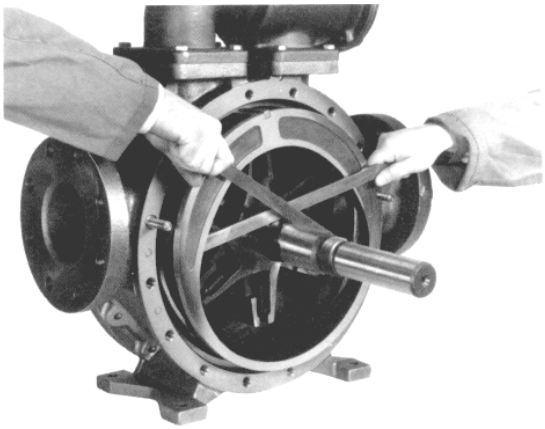

Figure 5 – Liner Removal
a. Slide the bearing (24) out of the bearing cavity.
7. Remove the head capscrews (21) and head stud nuts (21C). Two jackscrew holes are provided in the rim of the head to facilitate removal.
8. Remove the head (20 or 20A) from the casing (12), being careful not to nick or scrape the shaft.
9. The disc (71) will come off with the head assembly and is attached with four countersunk, allen-head machine screws (71A) and lockwashers (71B).
11. From the open side of the pump, grasp the rotor in the 3 and 9 o'clock positions, and gently pull the rotor and shaft (13) out of the head assembly remaining on the casing. CAUTION: Use care to avoid injury, the rotor and shaft is heavy and may have sharp edges.
13. Depending on the pump application, the liner (41) can be removed in two ways:
a. If the pumpage is a clean, non-corrosive liquid, with low viscosity, the liner can usually be withdrawn from the casing by prying with two bars. Insert the tips of the bars into the port openings on either side of the liner, and partially remove the liner by prying against the rotor. Use a block under the bar, against the rotor, to bring the liner the rest of the way out (see Figure 5).